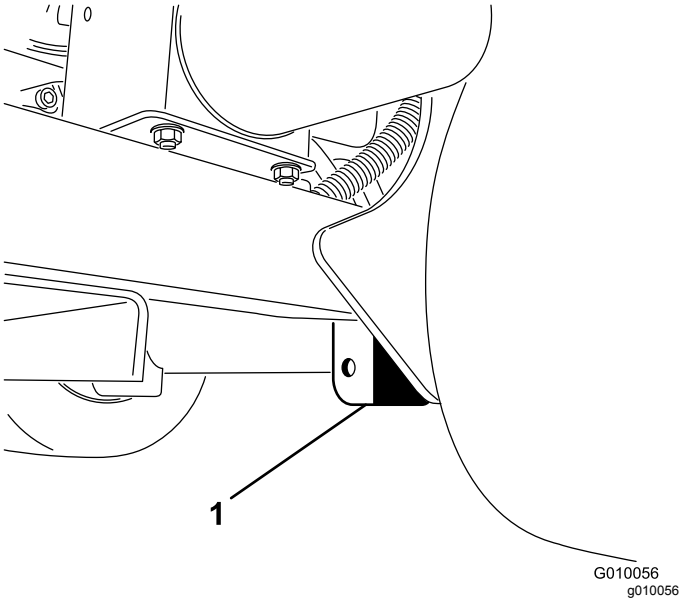

**Figur 42**
3. Placera domkraften på ett säkert sätt under ramplattan, precis innanför bakhjulet (Figur 42).